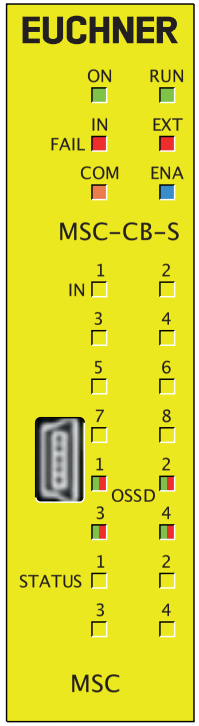

Bild 14: MSC-CB-S
8.3.2. Basismodul MSC-CB-S *(Bild 14)*